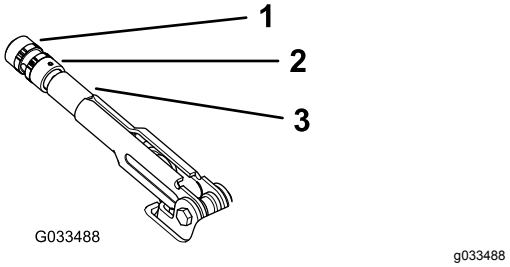

Figur 59
2. Løsn sætskruen, der fastgør skruen til parkeringsbremsehåndtaget (Figur 59).
3. Drej grebet (Figur 59), indtil der kræves en kraft på 20 til 22 kg for at aktivere håndtaget.
4. Tilspænd sætskruen, når du er færdig (Figur 59).